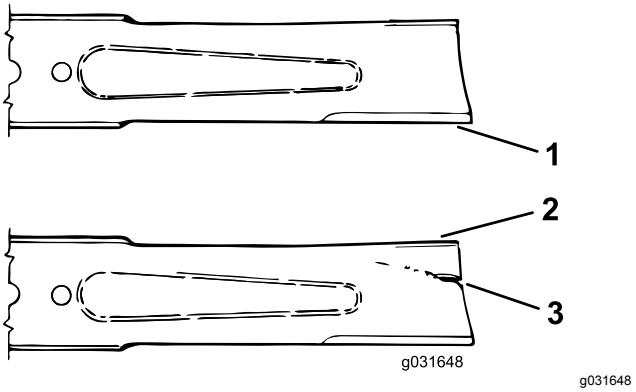

图 71
3. 仔细检查刀片的剪草端特别是刀片平面和曲面交接的部分 (图 71)。